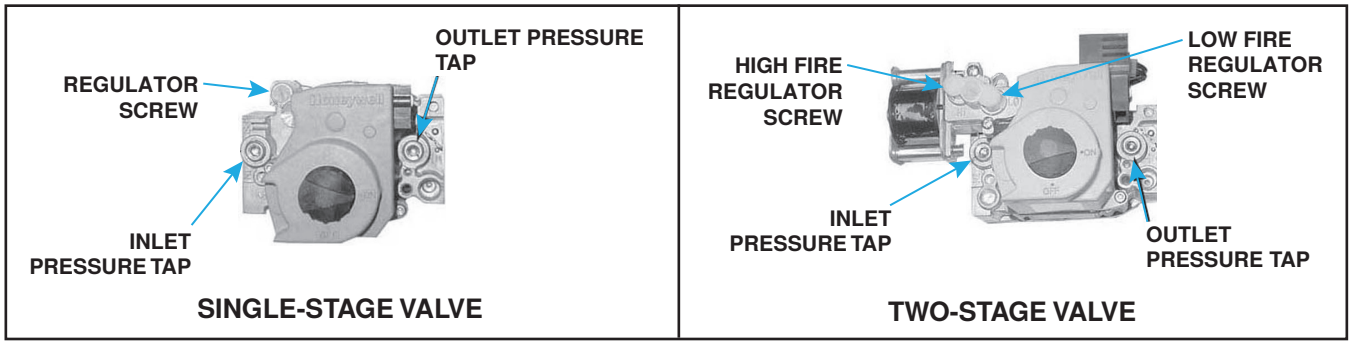

Figure 24. Combination Gas Valves
1. With manual valve (on combination valve) positioned to prevent flow to main burners, connect manometer to outlet pressure tap (see **Figure 24**) on valve.
3. Normally, adjustments to factory-preset regulator should not be necessary. If adjustment is necessary, set pressure to correct settings by turning regulator screw (see **Figure 24**) IN (clockwise) to increase pressure or OUT (counterclockwise) to decrease pressure. Consult valve manufacturer's literature provided with furnace for more detailed information.
2. Connect manometer to inlet pressure tap on combination gas valve (see **Figure 24**).